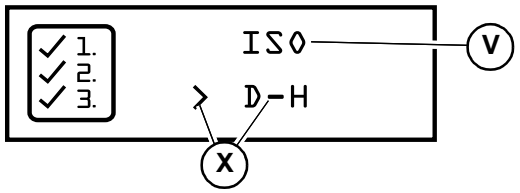

Fig. 10 – ISO/D-H Control Pattern Selection Screen
3. Press and release the interface button until the selection caret points to the “D-H” selection (X, Fig 10). Press and hold the interface button for 5 seconds.
D-H control pattern option deactivation is identical to activation, with the exception of moving the selection caret to the “ISO” selection (V, Fig 10).